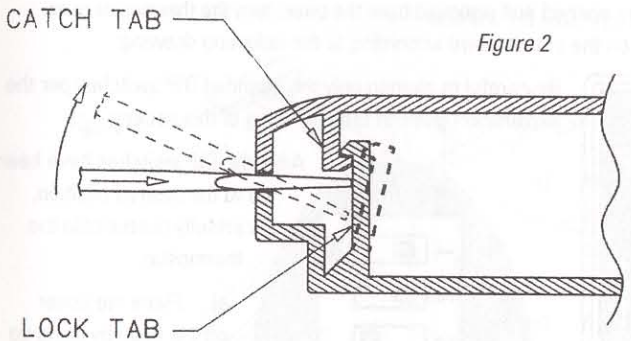

Figure 2
d) Gently push in and pry up on the handle of the screwdriver until the lock tab disengages from the catch tab *(you should feel or hear a click – see Figure 2)*.